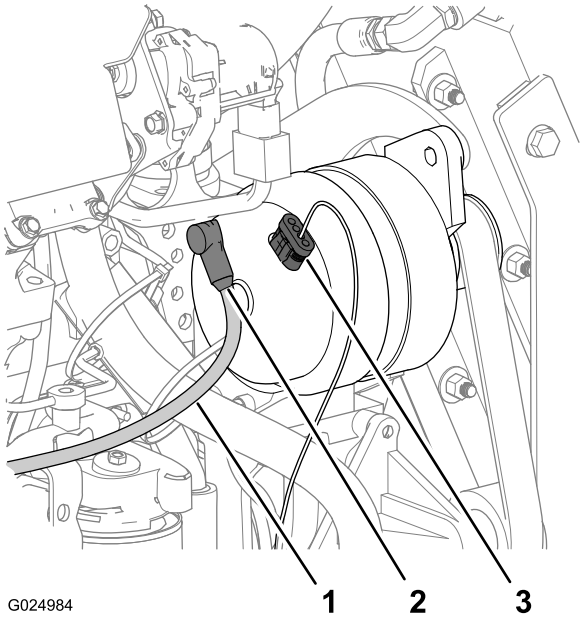

Figure 116
1. At the alternator, slide the boot off the terminal and stud at the back of the alternator (Figure 116).
3. Remove the 4-socket connector for the voltage-sense wire from the 4-pin connector on top of the alternator (Figure 116).
2. Connect the 4-socket connector for the voltage-sense wire to the 4-pin connector on top of the alternator (Figure 116).
3. Assemble the terminal of the charge wire onto the stud at the back of the alternator (Figure 116).
5. Align the boot of the charge wire over the terminal and stud (Figure 116).